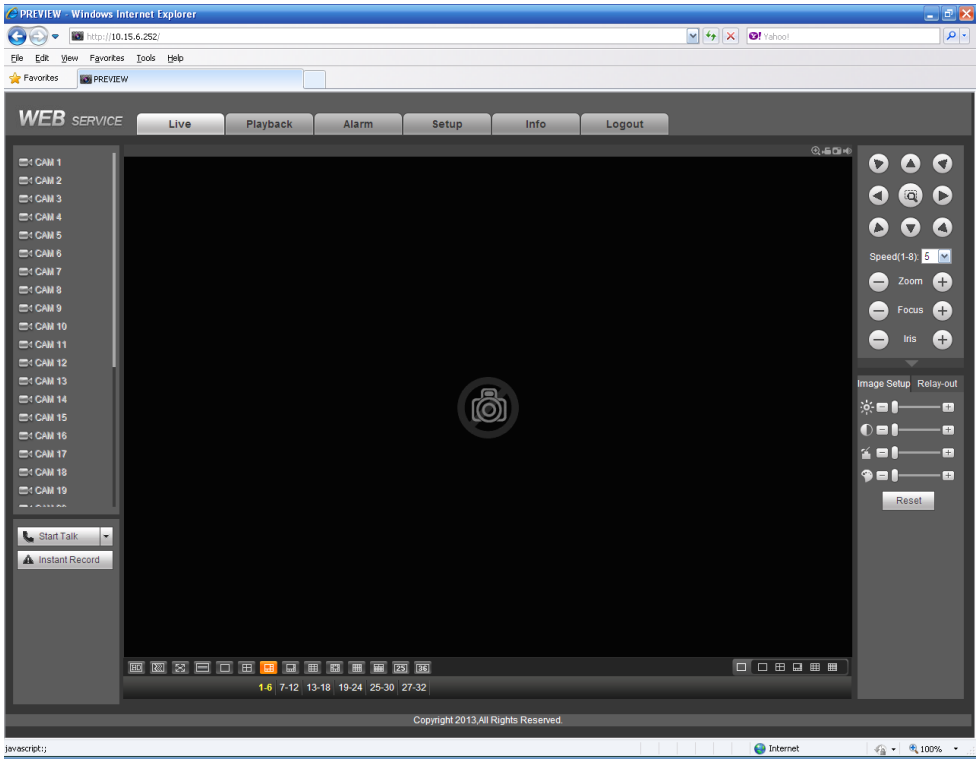

Figure 5-15
2) You can select different channels and different monitor modes at the bottom of the interface. See Figure 5-15.